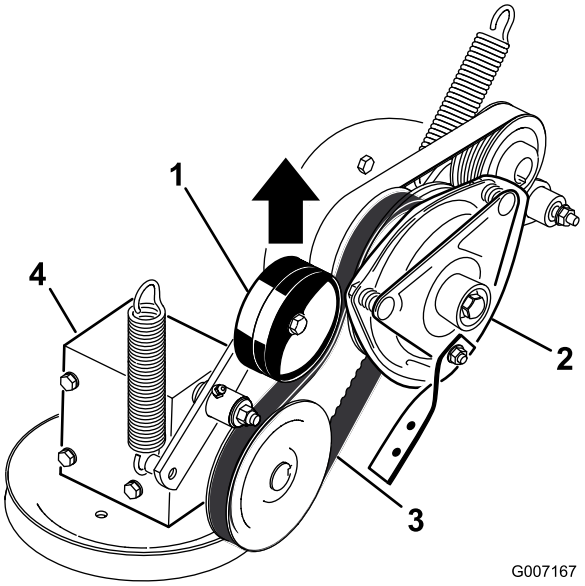

Rysunek 61
4. Pociągnij sprężynowe jałowe koło pasowe paska napędowego PTO i zdejmij pasek z koła pasowego sprzęgła (Rysunek 61).
16. Pociągnij sprężynowe jałowe koło pasowe luźne paska napędowego PTO i załóż pasek na koło pasowe sprzęgła (Rysunek 61).